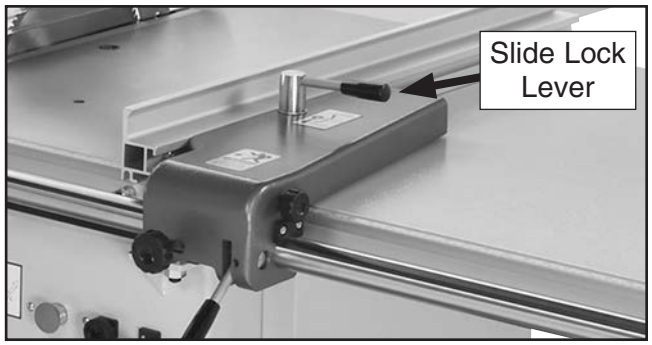

Figure 111. Location of slide lock lever.
3. Loosen slide lock lever shown in **Figure 111**.